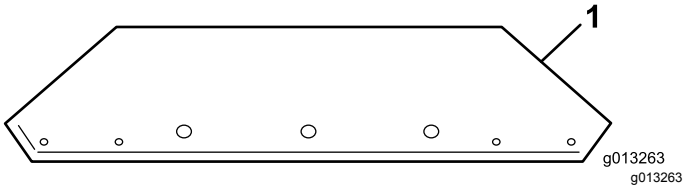
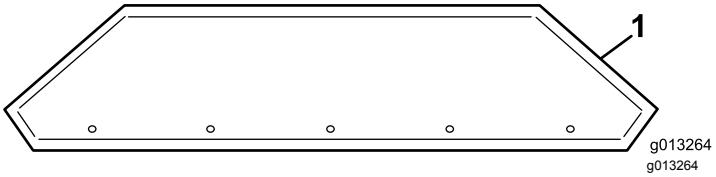

**Figur 10**
**Figur 11**
1. Fjern beholderutvidelsene fra boksen, og identifiser fremre og bakre del (Figur 10 og Figur 11).